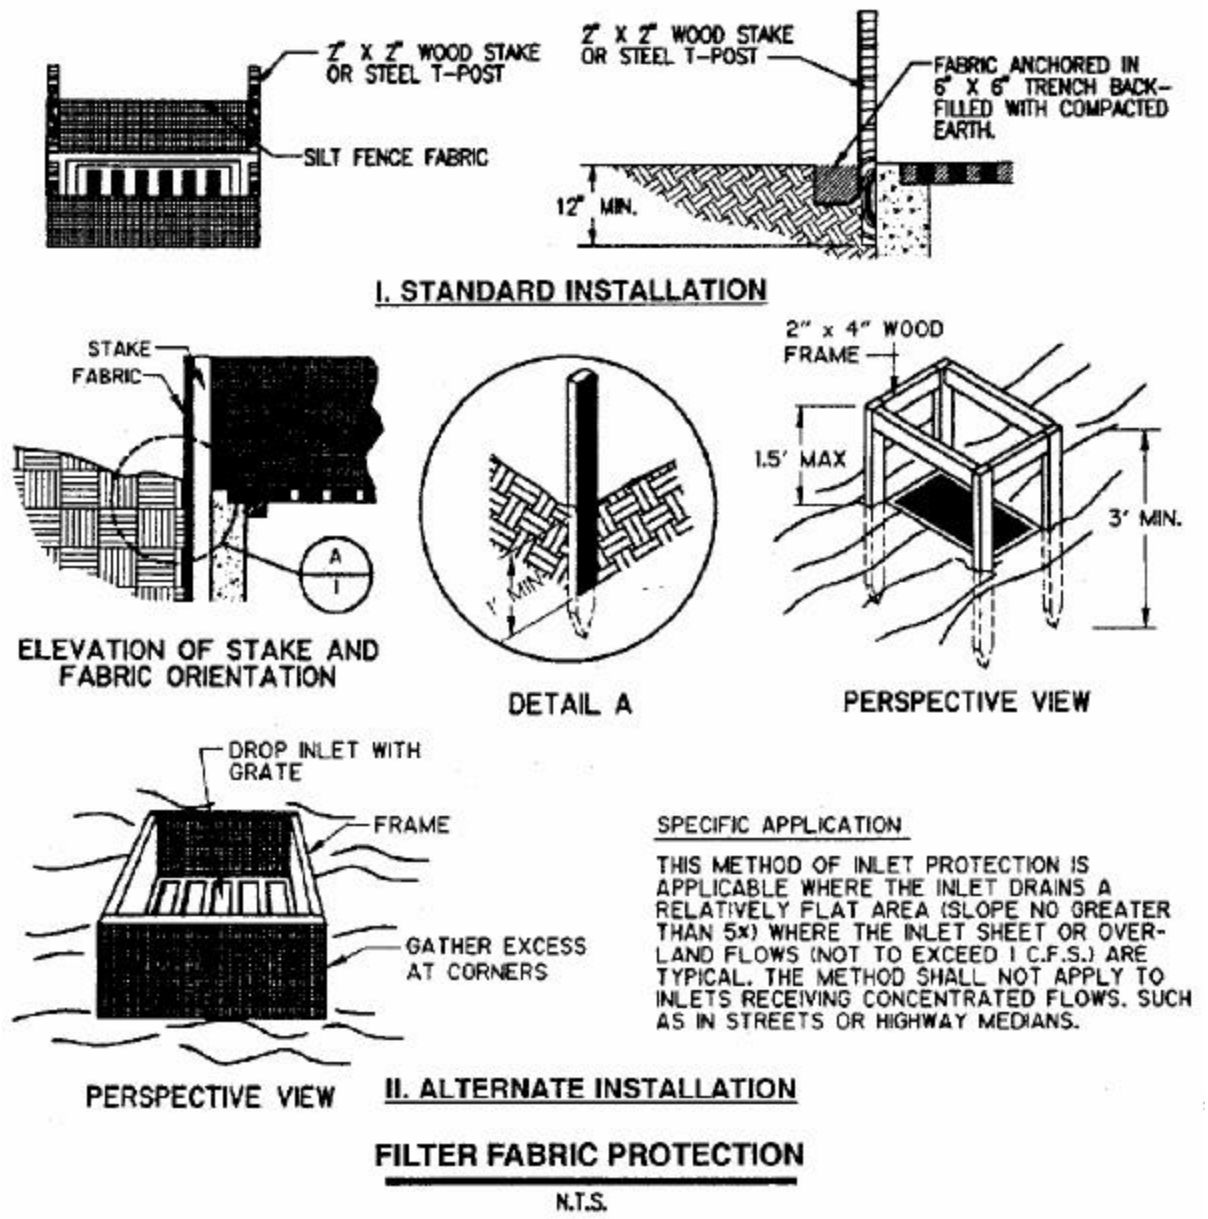

Figure 1-33 Filter Fabric Inlet Protection (NCTCOG, 1993)
(1) Silt fence should conform to the specifications listed above and should be cut from a continuous roll to avoid joints.
(2) For stakes, use 2 x 4-inch wood or equivalent metal with a minimum length of 3 feet.
(3) Space stakes evenly around the perimeter of the inlet a maximum of 3 feet apart, and securely drive them into the ground, approximately 18 inches deep (Figure 1-33).
(4) To provide needed stability to the installation, a frame with 2 x 4-inch wood strips around the crest of the overflow area at a maximum of 1½ feet above the drop inlet crest should be provided.